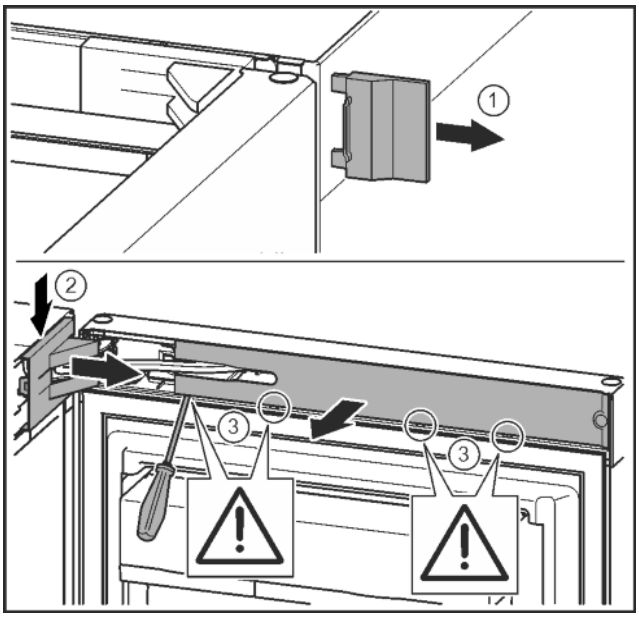

Fig. 12
▶ Retirer le cache extérieur. *Fig. 12 (1)*
▶ Détacher et libérer le cache du support de palier. Retirer le cache du support de palier. *Fig. 12 (2)*
▶ Dégager le cache avec le tournevis et l'incliner sur le côté. *Fig. 12 (3)*